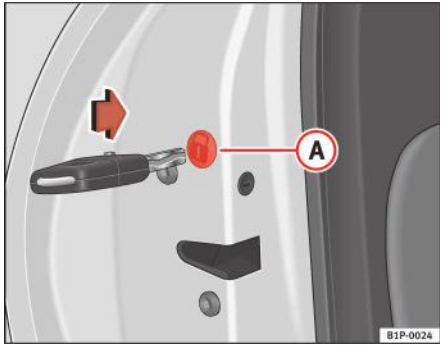

Fig. 57 Încuierea manuală a uşilor
Deschideți uşa şi scoateți capacul (A) ⇒ fig. 57 pe care este imprimată imaginea unei încuietori. Veți observa un element circular cu o canelură în centru. Introduceți cheia în canelură şi rotiți elementul în sens orar pentru uşile de pe partea dreaptă, respectiv în sens antiorar pentru uşile de pe partea stângă.